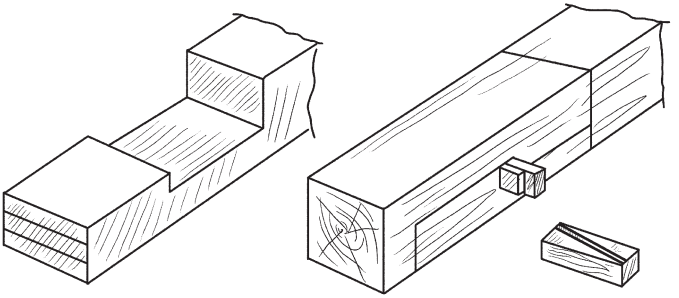

Рис. 82. Выполнение сращивания прямым замком с натяжными клиньями
4. Еще более прочным является соединение прямым замком с натяжными клиньями. Последовательность работы практически не отличается от выполнения сращения прямым замком, но посередине каждого замка предусматривают место под клинья, которые забивают с обеих сторон (рис. 82).